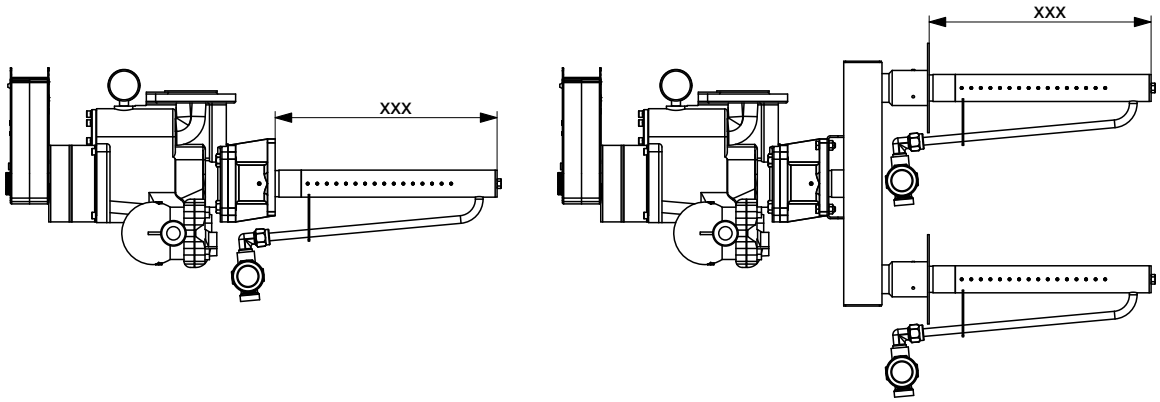

Abb. 22: Längenangabe Dampfrohr DL40
– **178**: Länge 178 cm ab Ventil- bzw. Kollektorflansch (siehe Mass "xxx" in *Abb. 22*)